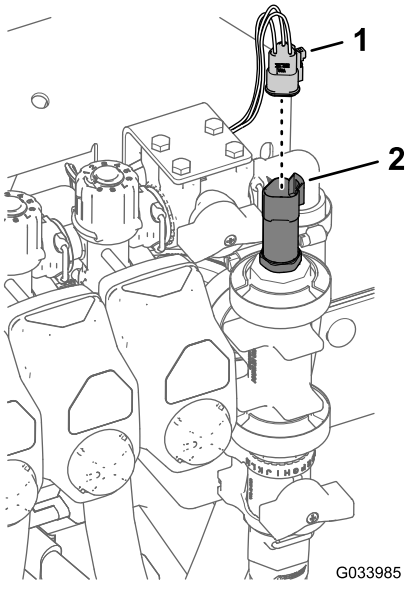

Figura 19
3. Monte o suporte da válvula de controlo na montagem do coletor (Figura 19) com 4 parafusos de cabeça flangeada (6 x 16 mm) e 4 porcas de bloqueio flangeadas (6 mm); aperte os parafusos com uma força de 10 a 12 N·m.
5. Ligue o conector de 3 tomadas ao transdutor de pressão (Figura 19).